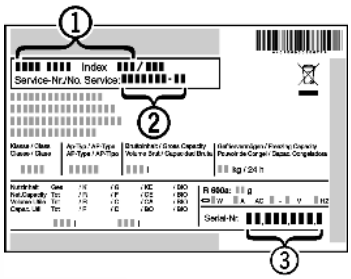

Fig. 9
▶ Наименование устройства *Fig. 9 (1)*, сервисный № *Fig. 9 (2)* и серийный № *Fig. 9 (3)* считайте с заводской таблички. Заводская табличка находится внутри устройства слева.
▶ Обратитесь в сервисную службу и сообщите вид неисправности, наименование устройства *Fig. 9 (1)*, сервисный № *Fig. 9 (2)* и серийный № *Fig. 9 (3)*.